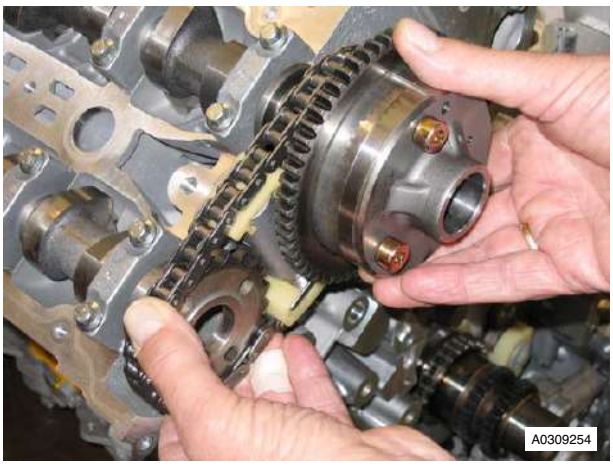

Figure 3
5. Release and remove the camshaft sprockets complete with timing chain and tensioner from camshafts (refer to Figure 3).